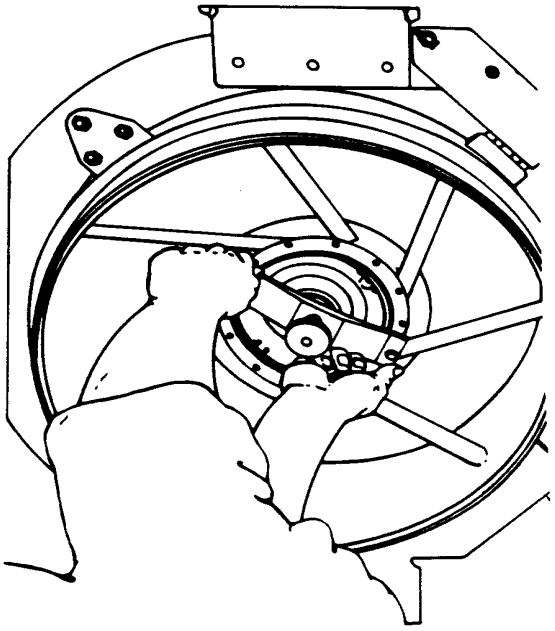

Figure 10. Installing 6797484 Turbine Rotor Adjusting Jack (Bottom View)
k. Install 6797484 adjusting jack, from underneath, on inner rear flange of the rear turbine bearing support and adjust jack until it supports the turbine rotor. (See figure 10.)